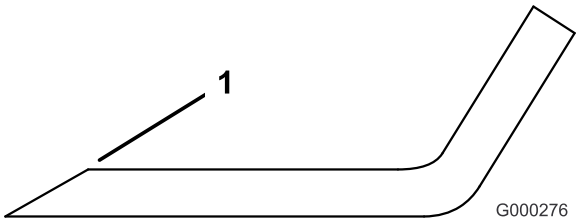

Figur 23
3. Undersøg alle knivenes skær. Slib skærene, hvis de er sløve eller hakkede. Slib kun oversiden af skærekanten, og bevar den oprindelige klippevinkel for at sikre, at kniven er skarp (Figur 23). Skærekniven bevarer balancen, hvis der fjernes samme mængde metal på begge skær.